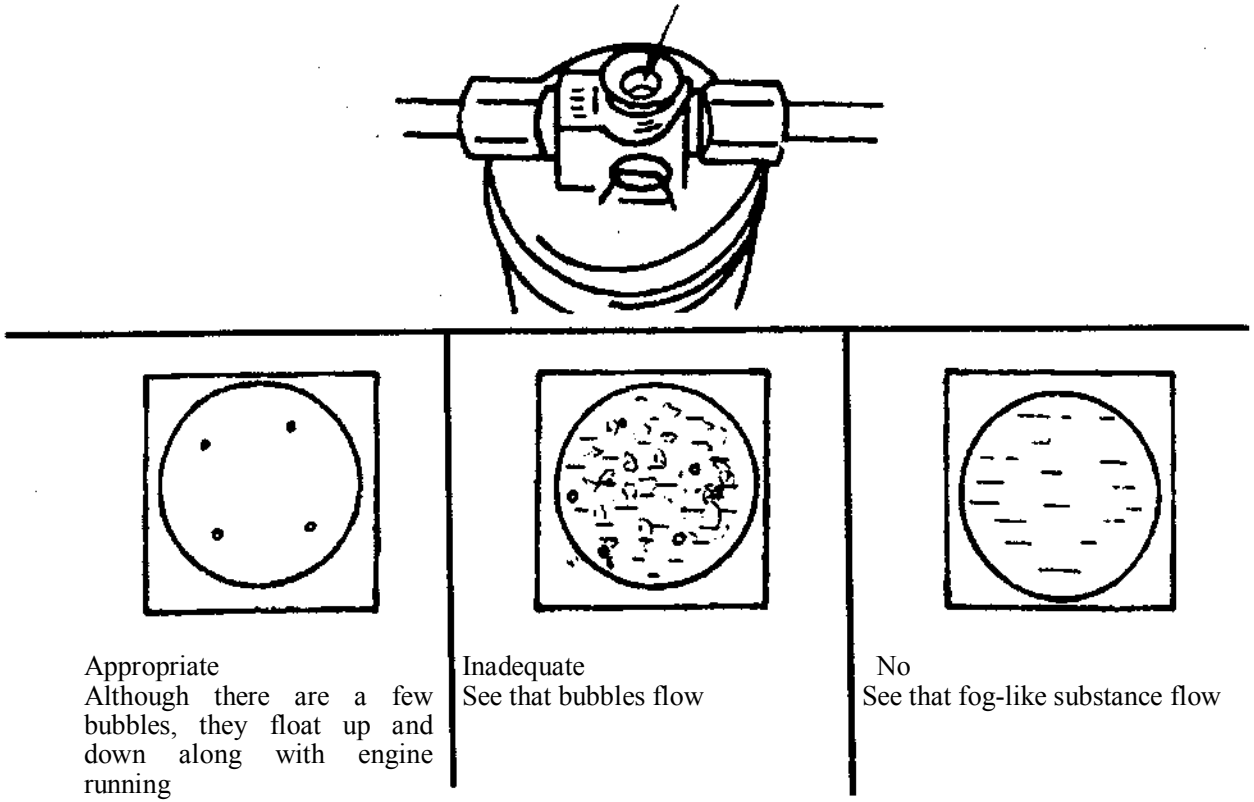

Fig. 5.2-12 Observing refrigerant amount through sight glass of stock solution dryer
(1) Handling detection: suction tube of compressor makes hand feel cool, while the discharge tube makes hand feel hot, there is an obvious temperature difference between the two tubes.
(2) Observe through sight glass of stock solution dryer, see Fig. 5.2-12. Hand touches the suction tube and discharge tube can feel the temperature uniform.
(3) Hand touch to compare the temperature of inflow and outflow tubes of condenser: inflow tube temperature should be higher than outflow tube. Cool air outlet has cool feel. Expansion valve front and back should have obvious temperature difference, that is hot in front and cold in back.
(4) Handling detection: The temperature from condenser outflow tube to the high pressure pipe line and parts in front of expansion valve should be uniform. The pipe line from expansion outlet to compressor suction inlet has the feeling of icing hand but not frosting, although frosting, it will thaw, small globule after frost thaw can be seen.